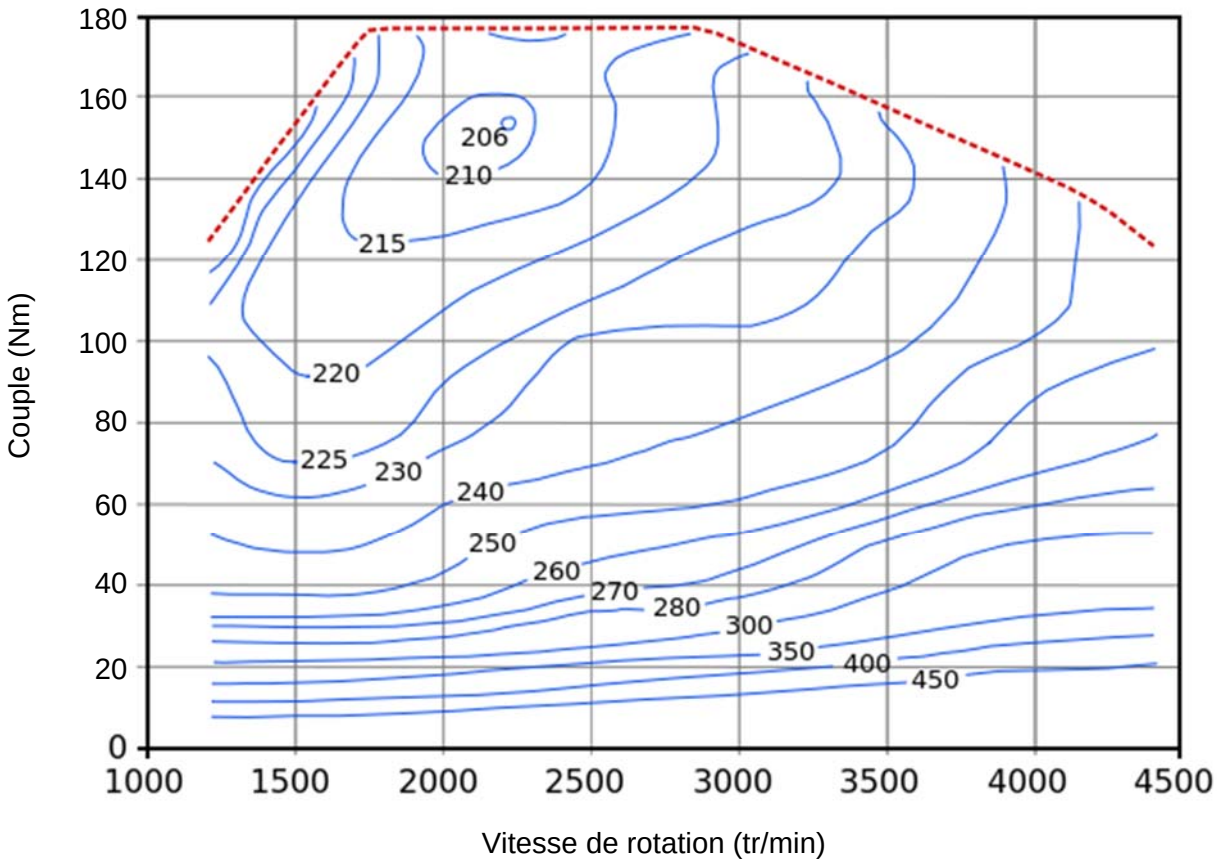

Figure 3 : carte d'isoconsommation
3.2 Suivant les hypothèses données dans le sujet, la puissance mécanique véhicule est donc égale à la puissance du moteur thermique. Reporter sur la figure 3 les courbes d'isopuissance du moteur thermique pour 90 km/h et 130 km/h (couple en fonction de la vitesse de rotation à puissance constante).